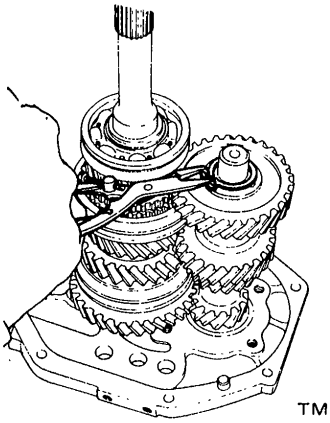

Fig. MT-40 Installing snap ring
5. Press countershaft front bearing onto countershaft with Drift C ST22360002. See Figure MT-40.